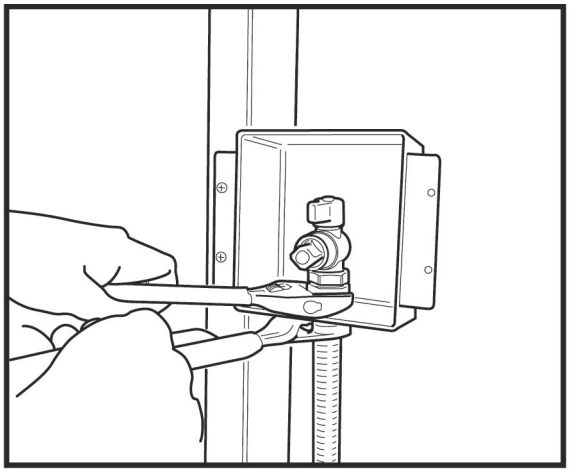

Figure: 4-32
7. Fixez l'ensemble du robinet au boîtier avec le contre-écrou. Figure : 4-32